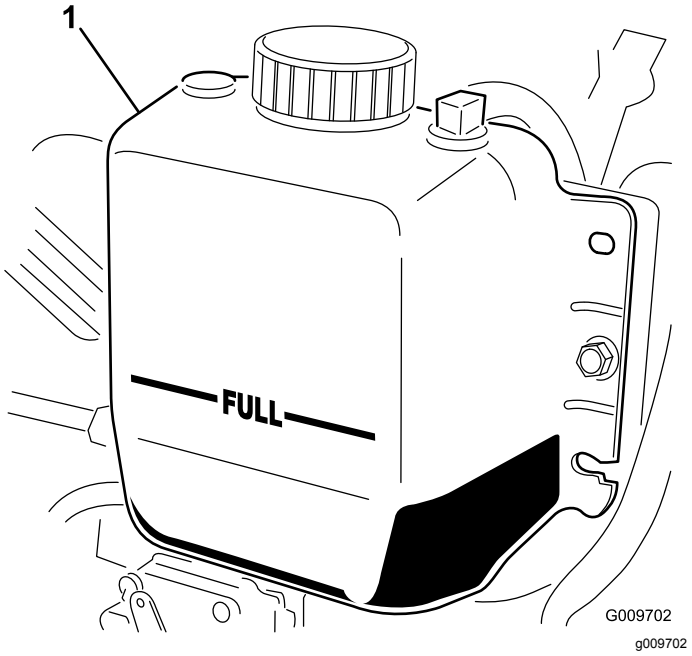

Rysunek 15
2. Sprawdź poziom płynu chłodzącego w chłodnicy. Chłodnica powinna być napełniona aż do górnej części szyjki wlewu, a zbiornik wyrównawczy powinien być napełniony do oznaczenia „Full” (pełny) (Rysunek 15).